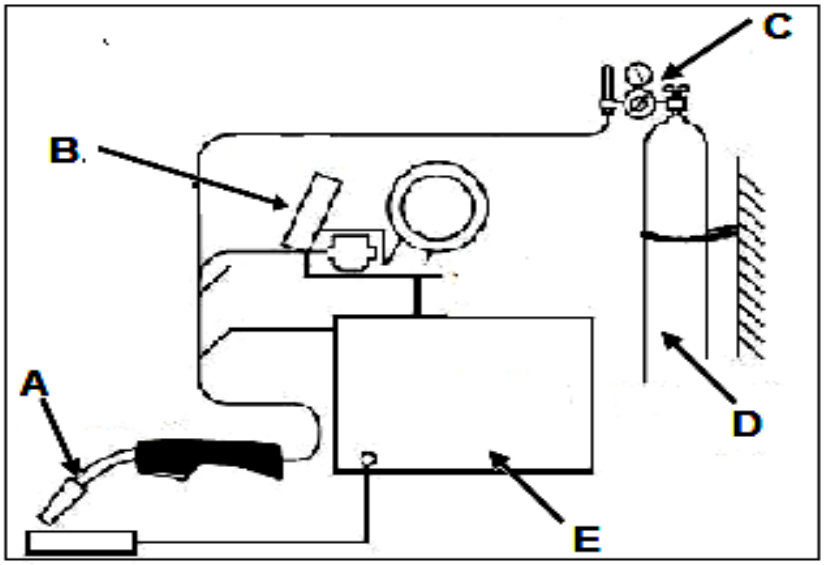

FIGURE 4 (5)
5.1 FIGURE 4 below shows a metal inert gas welding (MIG) set up. Name the labelled components by writing only the answer next to the letter (A–E) in the ANSWER BOOK.